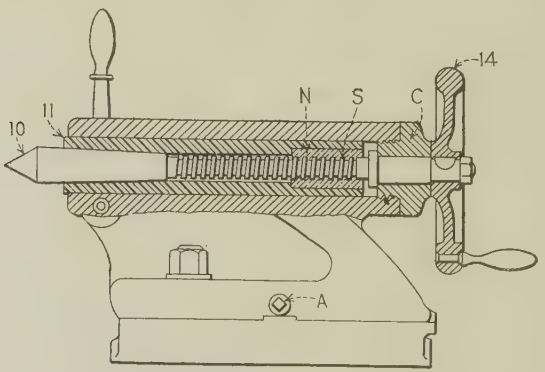

FIG. 14.—Partial section view of tailstock.
the spindle; the base which is fitted to the inside ways; the screw and handwheel which control the movement of the spindle; the device for clamping the spindle; and the tailstock clamping bolts. The tailstock is for the purpose primarily of giving an outer bearing and support for work being turned on centers. To accommodate different lengths of work, it may be moved along the inside ways and clamped in any position, and in addition, the tailstock spindle (11) (Fig. 14), which holds the dead center (10), is adjustable longitudinally by means of a handwheel, which operates the screw (*S*). The